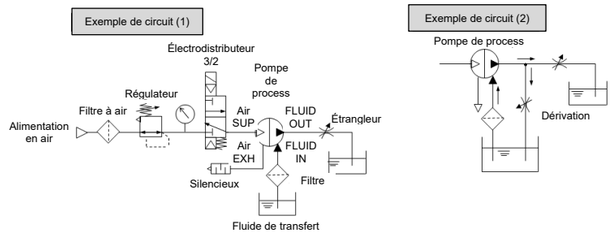

Fig. 2 : exemples de circuits à commande automatique
Voir la [Fig. 2] pour des exemples de circuits.
<**Démarrage et arrêt**> Se référer à l'exemple de circuit (1) [Fig. 2].
1. Pour régler le débit de l'orifice d'échappement <FLUID OUT>, utilisez l'étrangleur connecté au côté échappement. Reportez-vous à l'exemple de circuit (1) [Fig. 2].
2. Lors d'une utilisation avec un débit de refoulement inférieur à la plage de spécification, -réaliser un circuit de dérivation vers le bac d'alimentation pour assurer le débit minimum dans la pompe de process. Avec un débit de refoulement inférieur au débit minimum, la pompe de process pourrait s'arrêter en raison de l'instabilité de fonctionnement. Reportez-vous à l'exemple de circuit (1) [Fig. 2] (Débits minimaux : 55-PA3##0 - 1L/min, 55-PA5##0 - 5L/min).